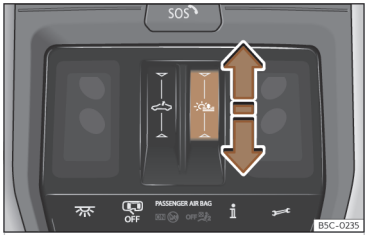

Abb. 89 Im Dachhimmel: Sonnenschutzrollo bedienen.
- Den Finger nach hinten oder vorne über den Funktionsbereich ☼ ziehen ››› **(Abb. 89)**.